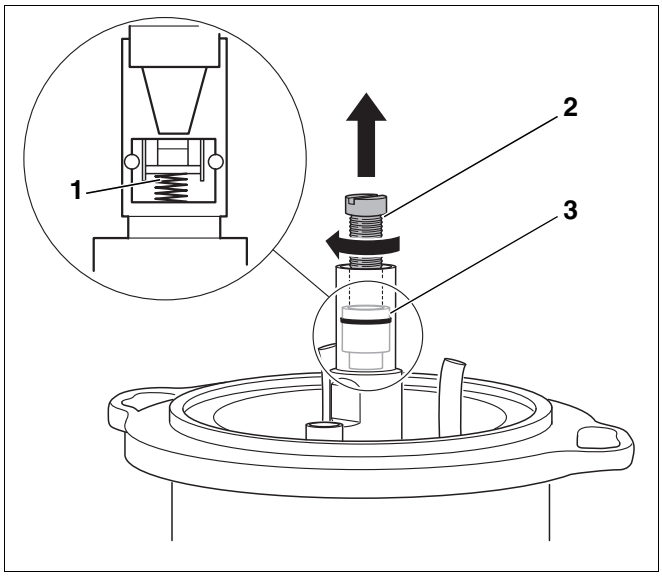

Abb. 37 Abschlussventil austauschen
Das Abschlussventil (Abb. 37, **Pos. 3**) im Ölvorwärmer arbeitet wie ein Rückschlagventil. Wenn die Ölpumpe in Betrieb ist, drückt sie das Öl durch das Abschlussventil. Schaltet sich die Pumpe aus, schließt sich das Abschlussventil über eine Feder (Abb. 37, **Pos. 1**).
- Schraube M5 × 50 (Abb. 37, **Pos. 2**) einschrauben und Abschlussventil (Abb. 37, **Pos. 3**) herausziehen.